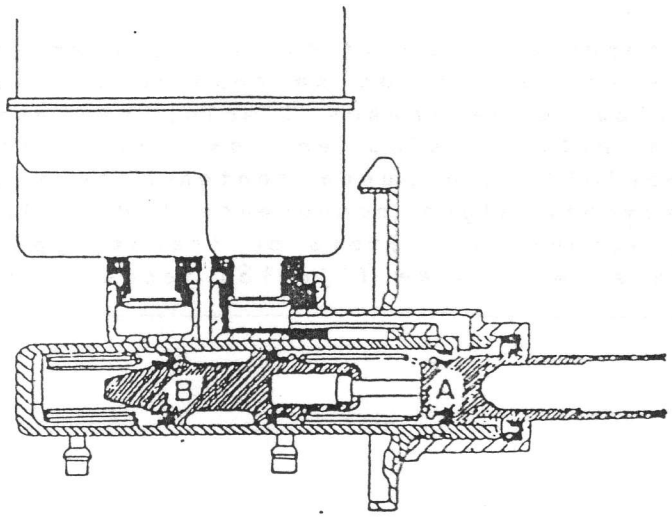

Fig. 19-4
Al pisar el pedal de freno, el pistón (A) se desplaza hacia la izquierda (ver Fig. 19-4), y presuriza el líquido de esta camara hacia los frenos delanteros. Empujado por la presión del líquido existente en la cámara del pistón (A), el pistón (B) se desplaza hacia la izquierda y presuriza el líquido de esta cámara hacia los frenos traseros.